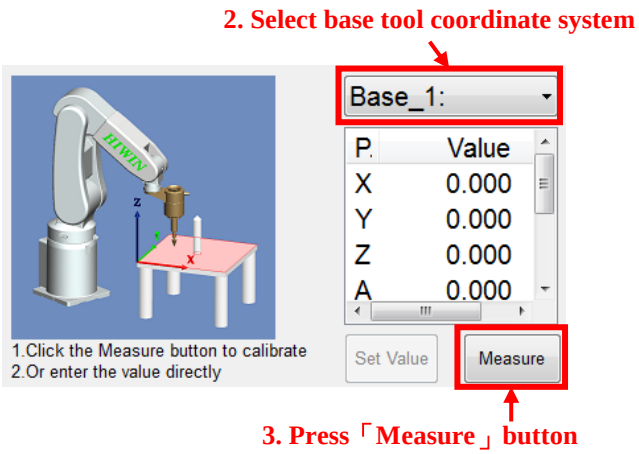

Figure 6-7 Select base tool coordinate system
2. In Figure 6-7, after selecting the base coordinate, press the “Measure” button.